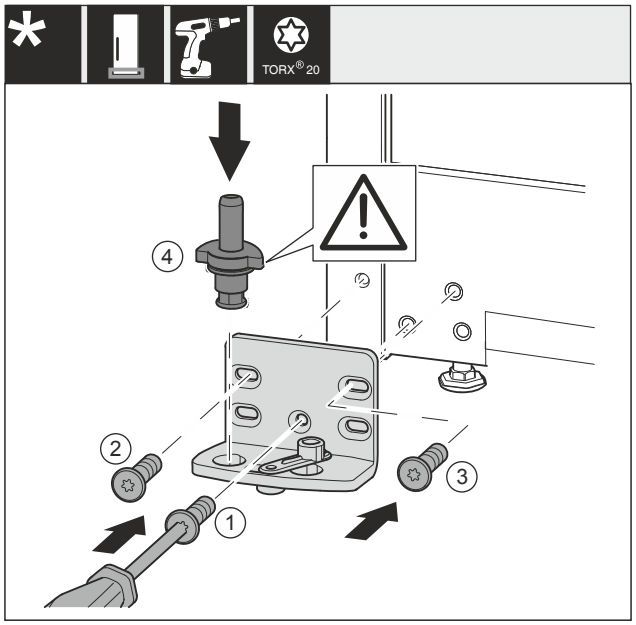

Fig. 25
▶ Lagerbock auf der anderen Seite ansetzen und mit Hilfe eines Schraubendrehers anschrauben. Mit der *Fig. 25 (1)* unten in der Mitte beginnen.
▶ Schraube *Fig. 25 (2)* und *Fig. 25 (3)* festschrauben.
▶ Lagerbolzen *Fig. 25 (4)* komplett einsetzen. Dabei darauf achten, dass der Rastnocken nach hinten zeigt.